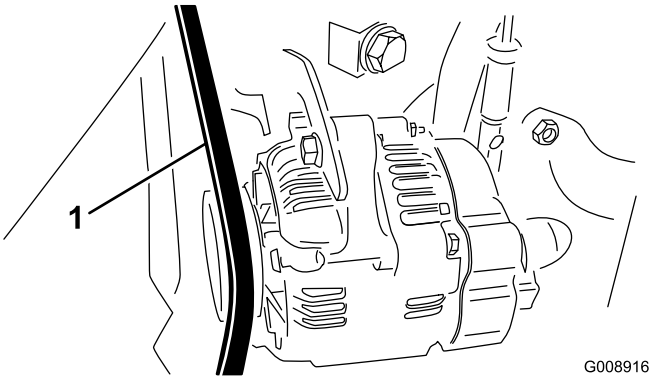

Figur 69
2. Kontroller spenningen ved å trykke ned remmen midt mellom generatoren og veivakselrullene med en kraft på 30 Nm (Figur 69).